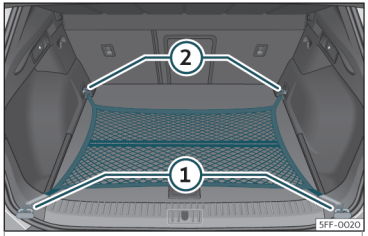

Fig. 112 En el maletero: bolsa de red enganchada a ras del suelo.
• Fije los ganchos de la red en las argollas de amarre ① y ②››› **fig. 112** ››› ⚠. La cremallera de la bolsa tiene que quedar hacia arriba.